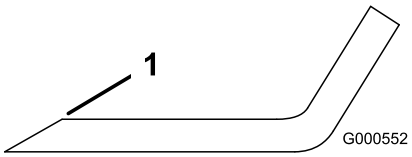

Figur 58
1. Anvend en fil til at slibe begge ender af skærekniven (Figur 58).
Bemærk: Hvis kniven ikke er afbalanceret, skal der slibes lidt mere metal af sejlområdet (Figur 58).